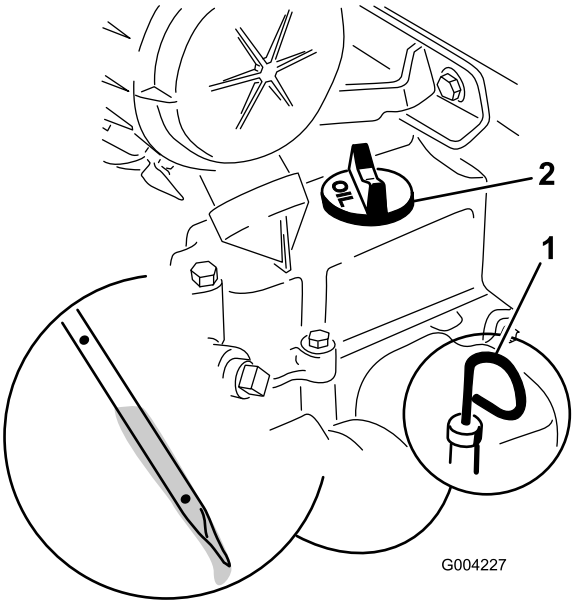

Figur 15
2. Ta ut peilestaven og tørk den med en ren fille (Figur 15).
3. Sett peilestaven inn i røret, og pass på at den når helt ned (Figur 15).
4. Fjern peilestaven, og sjekk oljenivået (Figur 15).
5. Hvis oljenivået er lavt, må du ta av oljepåfyllingslokket (Figur 15) og fylle på nok olje til at nivået når opp til Full-merket på peilestaven.
6. Sett peilestaven på plass (Figur 15).